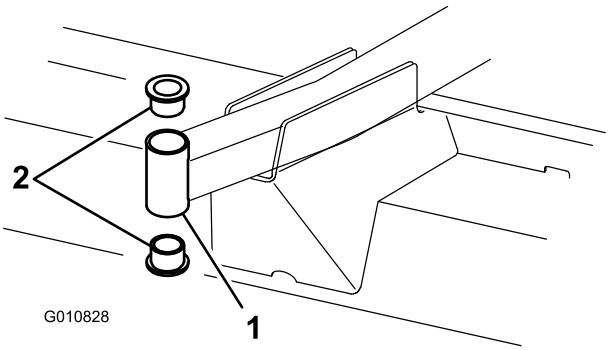

**Figuur 21**
4. Sla een drevel in de boven- of onderkant van de bevestigingsbuis en tik de lagerbus uit de buis (Figuur 21). Tik ook de andere lagerbus uit de buis.